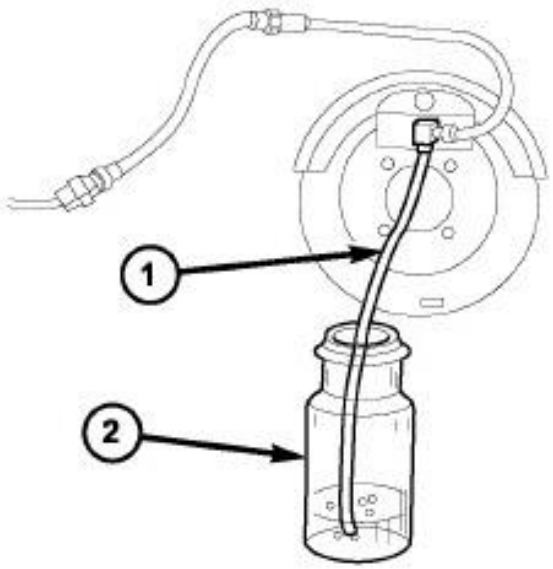

Figure 17 – Bleed Hose Immersed in Container of Brake Fluid
33. Attach one end of the bleed hose (1) to the bleed screw and insert the opposite end into a glass container (2) partially filled with brake fluid. Be sure the end of the bleed hose is immersed in fluid (Figure 17).